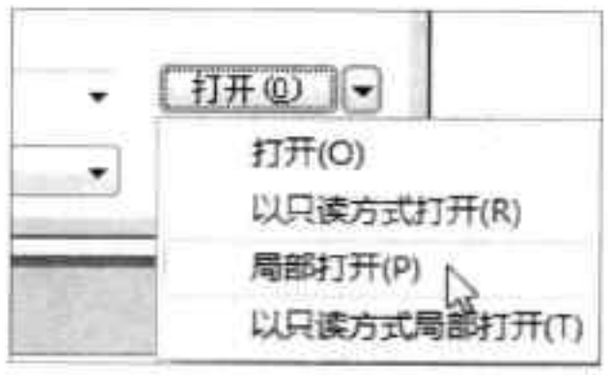

图2-28 选择“局部打开”选项
Step 02 单击“打开”按钮右侧的下三角按钮，在下拉列表中选择“局部打开”选项，如图2-28所示。